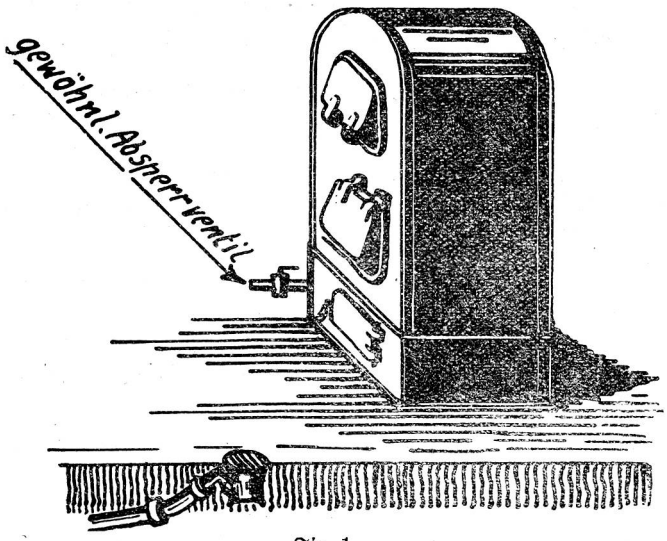

Fig. 1
1. Bei Anbringung von Bodeneinläufen (Sammler), Fig. 1, welche gewöhnlich im gleichen Raum unmittelbar beim Heizkessel plaziert werden, wird durch die seltene